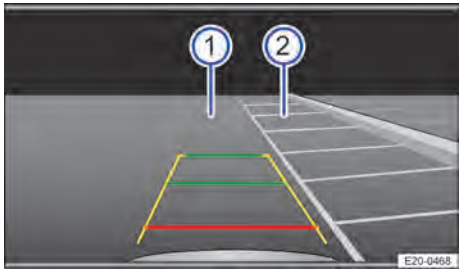

Bilde 115 Infotainmentsystem: Lete etter parkeringsluke.
4. Plasser bilen foran parkeringsluken → Bilde 115 ②.